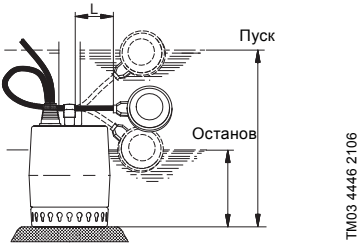

Рис. 7 Уровни пуска/останова, Unilift KP-A
Чтобы поплавковый выключатель запускал и отключал насос, длина свободного конца кабеля (L) должна быть минимум 70 мм и максимум 150 мм. См. рис. 7.